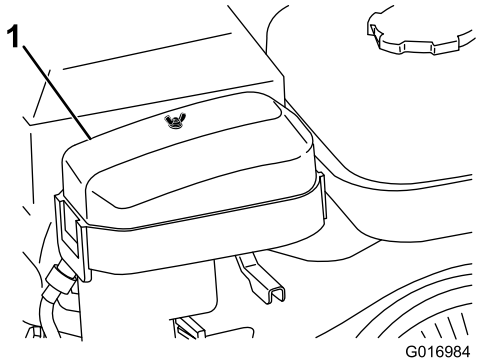

Figur 28
2. Ta bort vingmuttern som håller fast luftrenarkåpan och demontera kåpan (Figur 28).